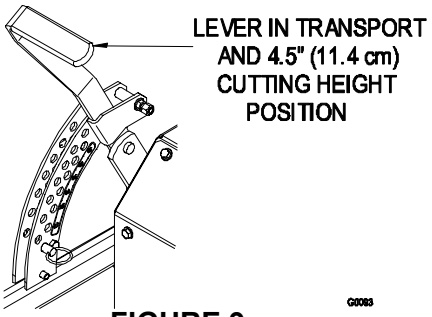
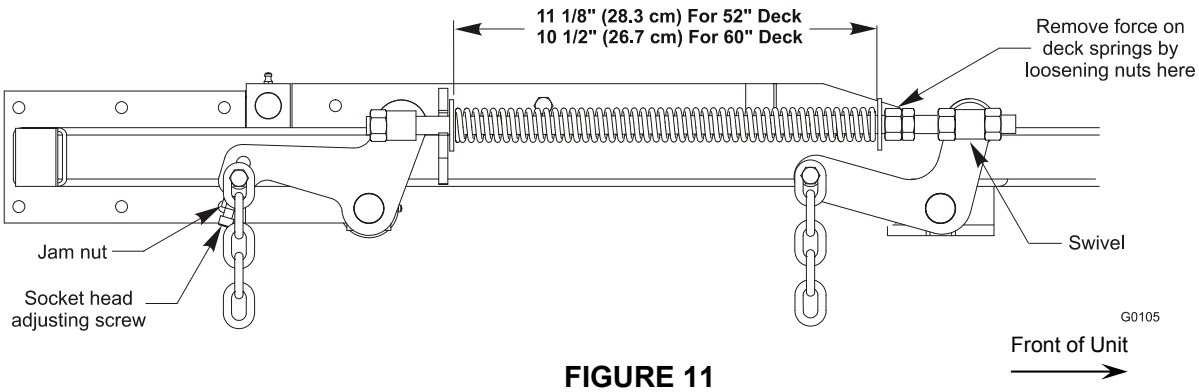

FIGURE 9
FIGURE 11
c) Raise the deck lever to the transport position (also the 4.5” (11.4 cm) cutting height position). See Figure 9.
e) Raise the deck to the 4.5” (11.4 height position (also transport position) and take all force off of the two large deck lift springs by loosening the nuts at the front of each spring. See Figure 11.
g) Place a 3/4” (19 mm) thick block of wood under each of the two (2) rear anti-scalp roller brackets and place one under ***one of the front center*** anti-scalp roller brackets.
h) Loosen the two (2) top chain bolts in slots in the rear deck lift arms. Loosen jam nuts and back off the socket head adjusting screws on the bottom of the arms until the chains are just loose. Turn the socket head adjusting screws in until slack is taken out of each chain. Tighten the jam nuts. Tighten the chain bolts in the deck lift arms making sure they don’t move while tightening.
i) Loosen the four (4) nuts which secure the front swivels (two per side) until the front chains are loose and front of deck is supported by the 3/4” (19 mm) block. Do not loosen the front chain hardware.
l) Raise deck lift lever to the 4.5” (11.4 cm) cutting height position See Figure 9. Adjust spring compression until proper distance is obtained between the two large washers (See Figure 11). Adjustment is made by turning the nut at the front of each spring (clockwise will shorten the spring, counter-clockwise will lengthen the spring). Lock in position with jam nuts.